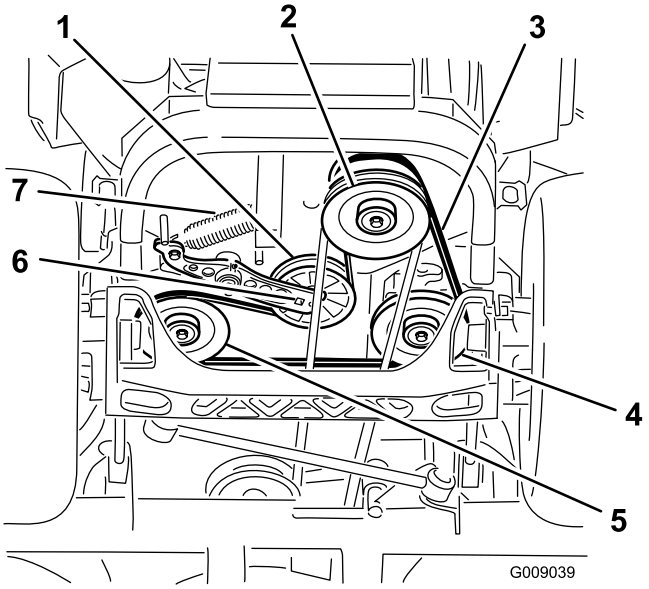

Figure 78
4. Soulevez la machine sur des chandelles (Figure 78).
5. Insérez un rochet dans le trou carré du bras de la poulie de tension pour déposer le ressort de la poulie de tension (Figure 78).
6. Décrochez le ressort de la poulie de tension du châssis (Figure 78).
9. Insérez un rochet dans le trou carré du bras de la poulie de tension pour installer le ressort de la poulie de tension sur le châssis (Figure 78).